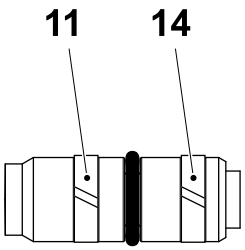

Fig. 3
o) Fit the guide rings (11) and guide ring (14) into their grooves, see figure 3.
p) Insert the plungers (13) into the bearing housing (1).